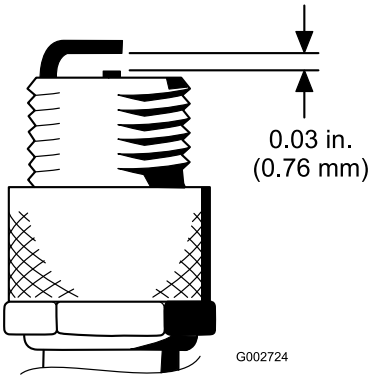

**Figuur 43**
4. Zorg ervoor dat de elektrodenafstand tussen de centrale elektrode en de massa-elektrode 0,76 mm bedraagt (Figuur 43).